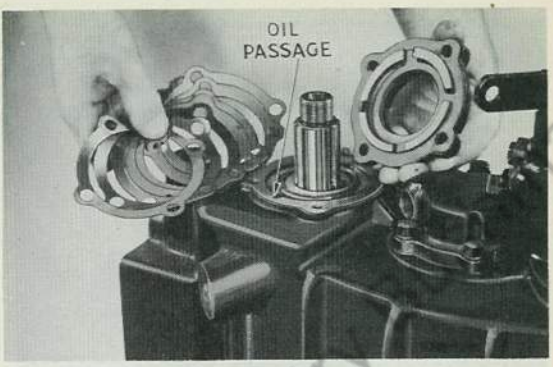

Fig. 22 Installing Mainshaft Bearing Cap, Gasket and Shims. Be Sure Oil Passage Is Not Obstructed.
2. Replace rear cover (9) and gasket (8) with main drive gear assembly, idler shaft and driven shaft caps attached. Install all cover cap screws temporarily, but do not tighten. Install two tapered dowel pins to properly locate cover, then tighten cap screws evenly and alternately.
3. Turn case over so that front side is up and replace speedometer driven gear (47) and fitting (46) in idler shaft front bearing cap (49).
4. Install mainshaft front bearing cap (70), gasket (71) and shims (72), as illustrated in Fig. 22. **Be sure that oil passage is clean and not obstructed.** Use same shim pack thickness under cap as was used at disassembly. Tighten cap screws securely. Mainshaft is now ready for bearing adjustment.